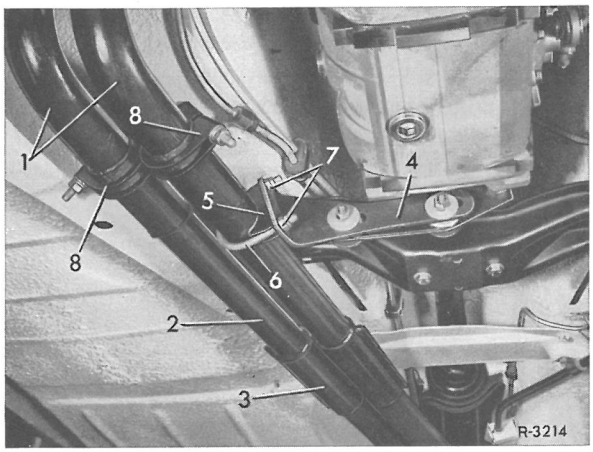

Fig.49-1/1
2 Rørholderen (8) ved indstikningsstedet løsnes (fig.49-1/1).
På vogne med 4-cyl.benzinmotor skal flangeforbindelsen mellem forreste og bageste udstødningsrør desuden løsnes (fig.49-1/3).